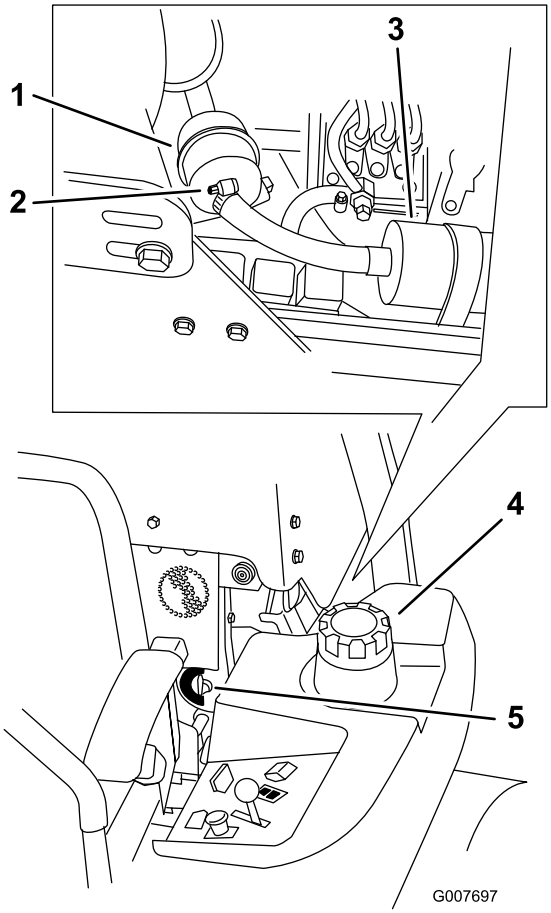

Figur 44
4. Luk brændstofafbryderventilen(Figur 44).
5. Løsn de to slangeklemmer, og kobl brændstofledningerne fra brændstoffilteret (Figur 44).
6. Sæt et nyt filter i. Kobl brændstofledningerne til brændstoffilteret, og monter de to slangeklemmer (Figur 44).